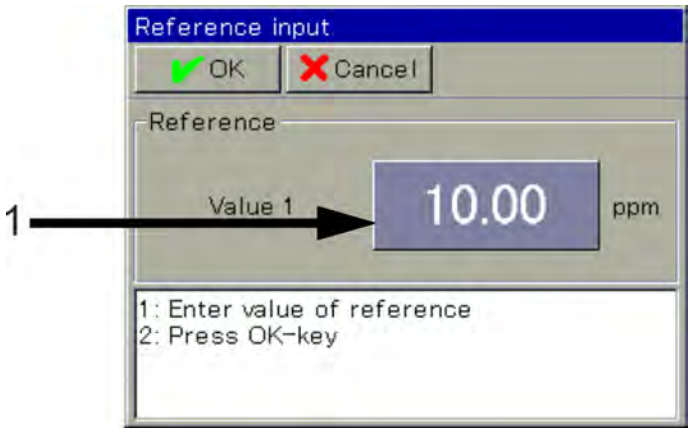

Fig. 83: To enter the reference value of the test solution, tap the button (1)
3. Enter the reference value of the first test solution. (See Fig. 83 .)